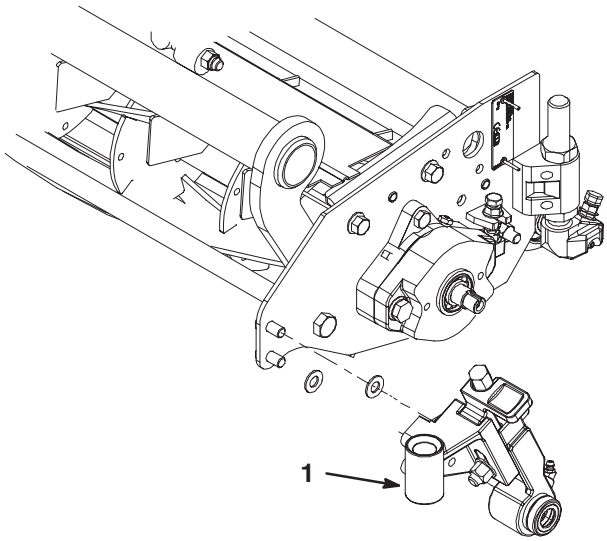

Figure 4
8. Loosely mount the LH height of cut assembly to the left end of the cutting unit with (2) 3/8–16 x .75" lg. capscrews and (2) .406 ID x .812 OD x .065 thk. washers (Fig. 4).
12. Tighten the capscrews securing the L.H. height of cut assembly to the left end of the cutting unit (Fig. 4). Torque the capscrews to 35 ft–lbs.